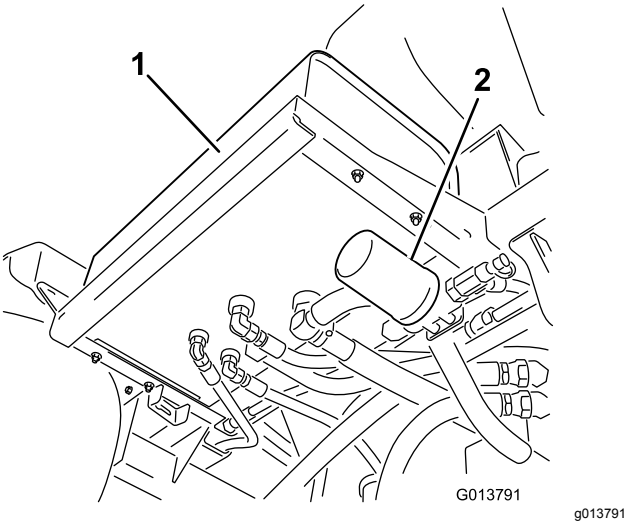
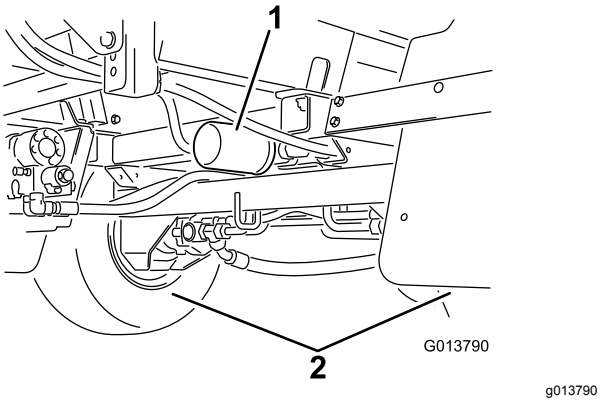

**Рисунок 91**
**Рисунок 92**
2. Найдите два гидравлических фильтра на машине (Рисунок 91 и Рисунок 92).